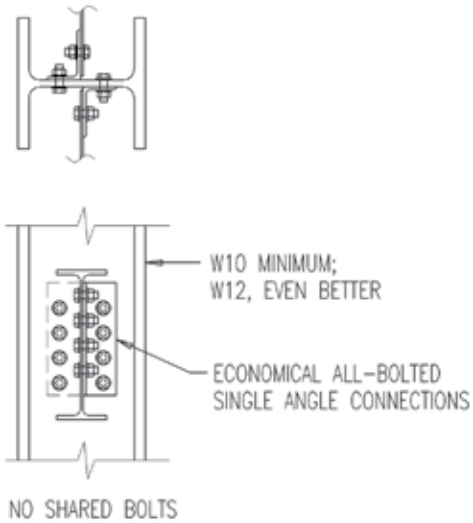

Figure 7: Columns should be at least W10's to permit bolted connections to the web.
21) **When using W Shape columns, do not use columns smaller than W10's.** W8 columns are too small to enable installation of single or double angle connections to the column web. W10 columns are the minimum size for which such connections can be used. Where space permits W12 columns are even better than W10's. (*Figure 7, page 34*)
24) **Do not specify slip-critical (SC) bolted connections where slip-critical bolts are not required.** AISC 360-05 specifies where slip-critical bolts are required. The shear capacity of "SC" bolts is significantly less than bearing bolts. Requiring "SC" bolts where they are not truly required will add unnecessary cost and complexity to connections.